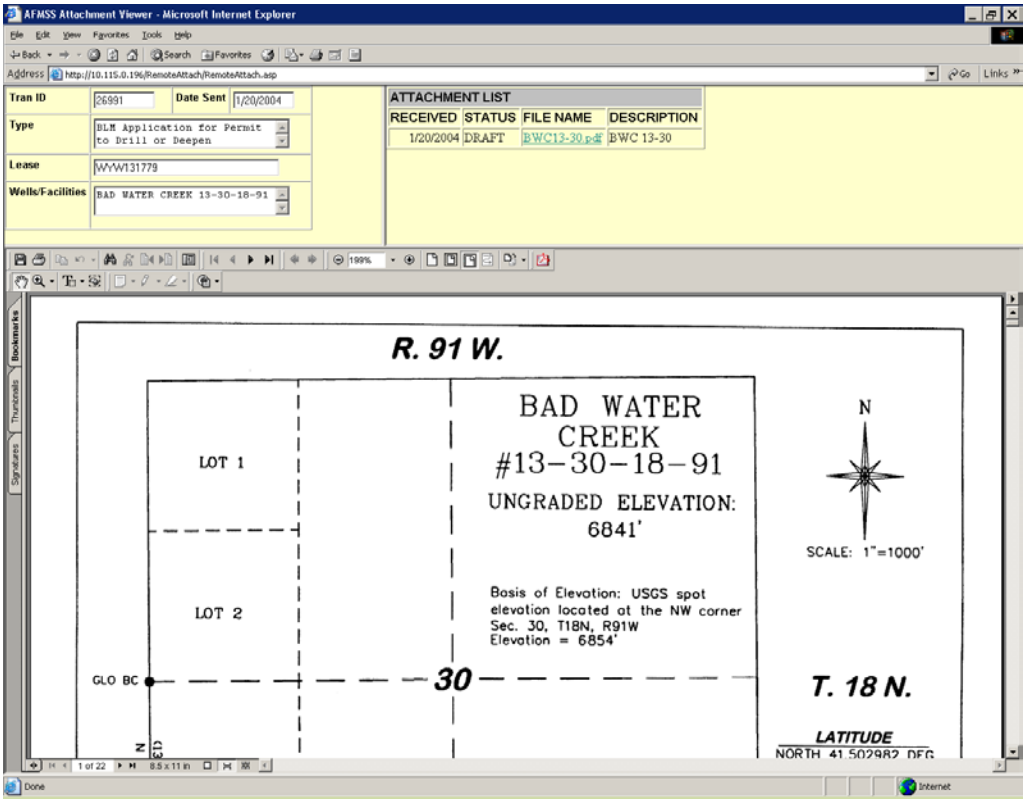

Figure 11-8: EC Attachment Sample
2. Click **Attachment** if the button is black. The Internet browser is spawned, linking through Acrobat Reader. This may take a few minutes. The attachment is divided into three sections consisting of **Attachment List, Attachment Data** and an unnamed section for the attachment text or graphics (see Figure 11-8).